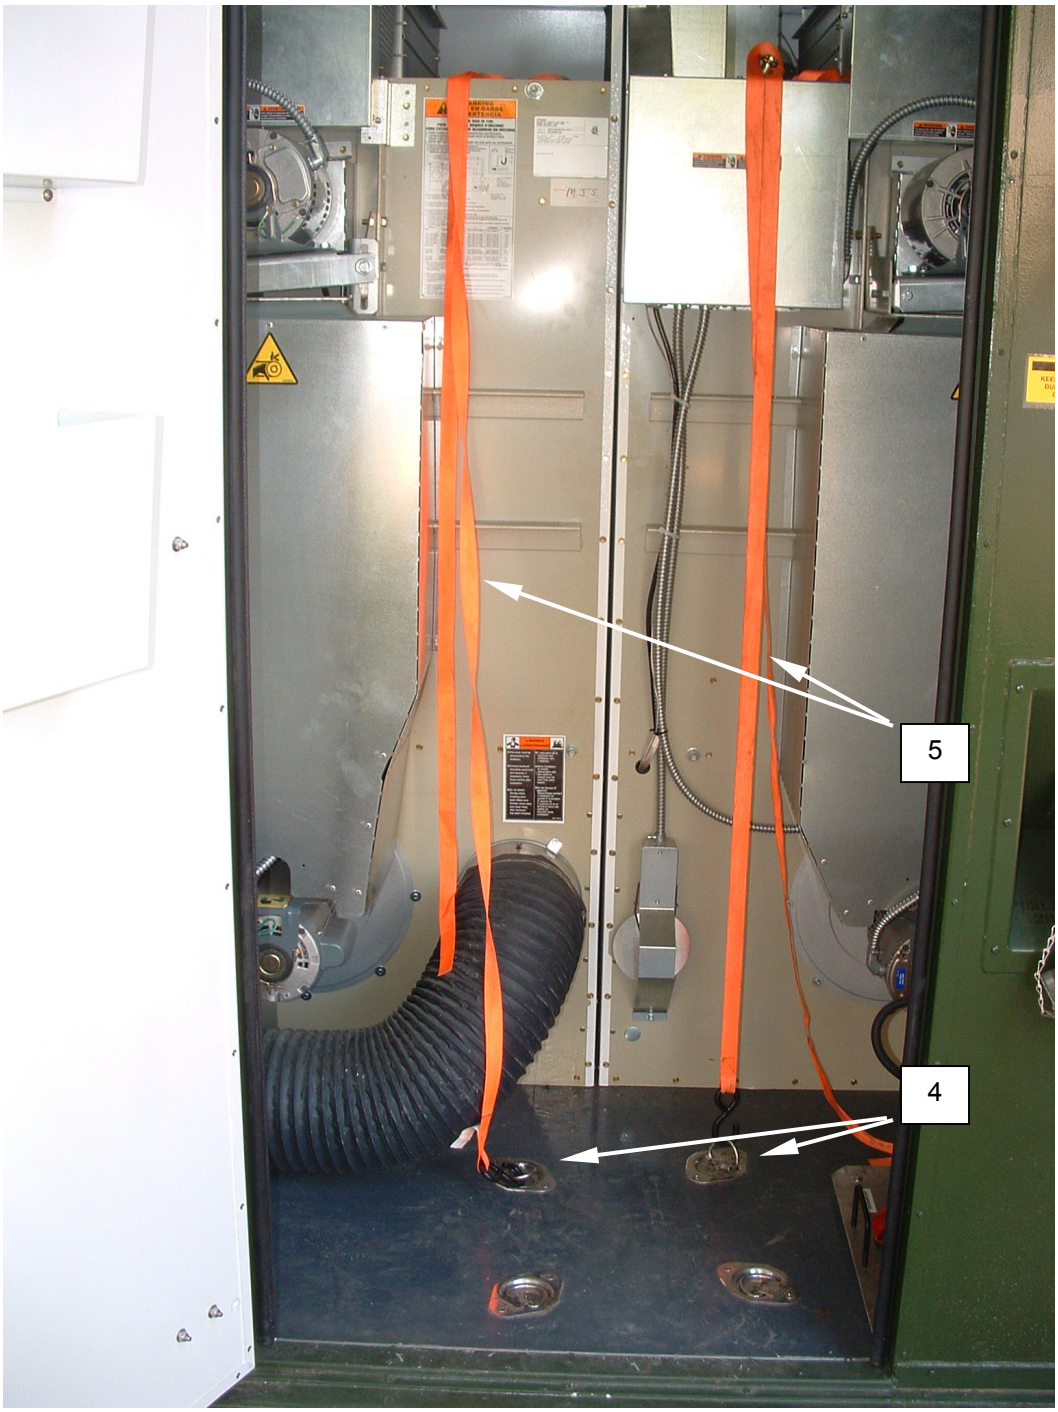

Figure 13. Pack the Footlocker in the CBL.
2. Attach two 1-inch straps **(Figure 13, Item 5)** to the inside D-rings **(Figure 13, Item 4)** and drape the straps up and out of the way.